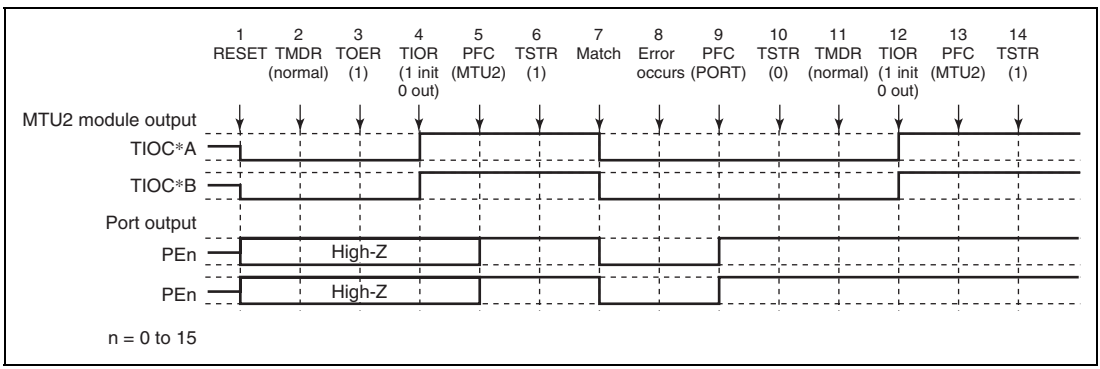

**Figure 10.138 Error Occurrence in Normal Mode, Recovery in Normal Mode**
**Operation when Error Occurs during Normal Mode Operation, and Operation is Restarted in Normal Mode:** Figure 10.138 shows an explanatory diagram of the case where an error occurs in normal mode and operation is restarted in normal mode after re-setting.
1 to 10 are the same as in figure 10.138.
1 to 13 are the same as in figure 10.138.